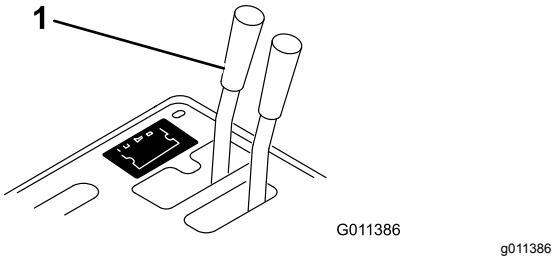
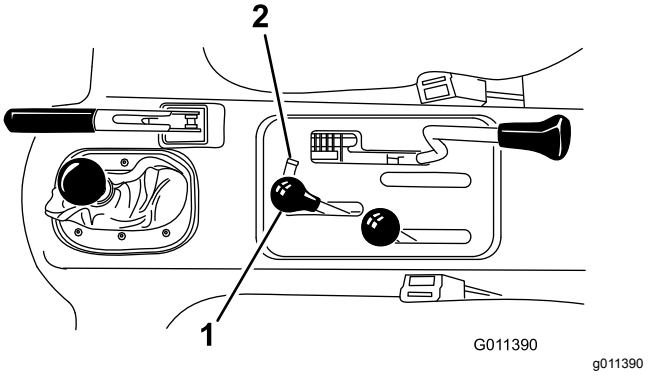

**Figur 14**
**Figur 15**
1. På kjøretøy med serienumre før 239999999, flytt den eksterne hydraulikkventilspaken (Figur 14) til flytestilling, og på kjøretøy med serienumre fra 240000001 og oppover, flytt hydraulikkløftespaken (Figur 15) frem og tilbake, for å gjøre systemet trykkløst og gjøre det enklere å koble fra hurtigkoblingene.